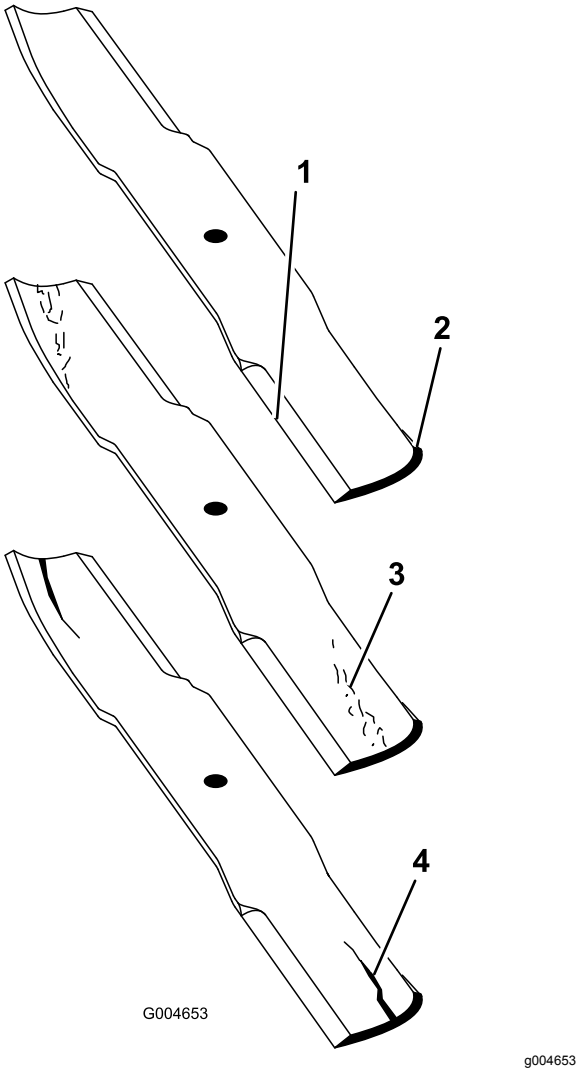

Figuur 125
2. Controleer nauwkeurig de uiteinden van het maaimes, in het bijzonder op de plaats waar het platte en het gebogen deel samenkomen (Figuur 125).
Opmerking: Omdat het metaal dat het platte en het gebogen deel van het mes verbindt kan wegslijten door zand en ander schurend materiaal, moet u dit steeds controleren voordat u gaat maaien. Als u slijtage merkt (Figuur 125), moet u het mes vervangen.